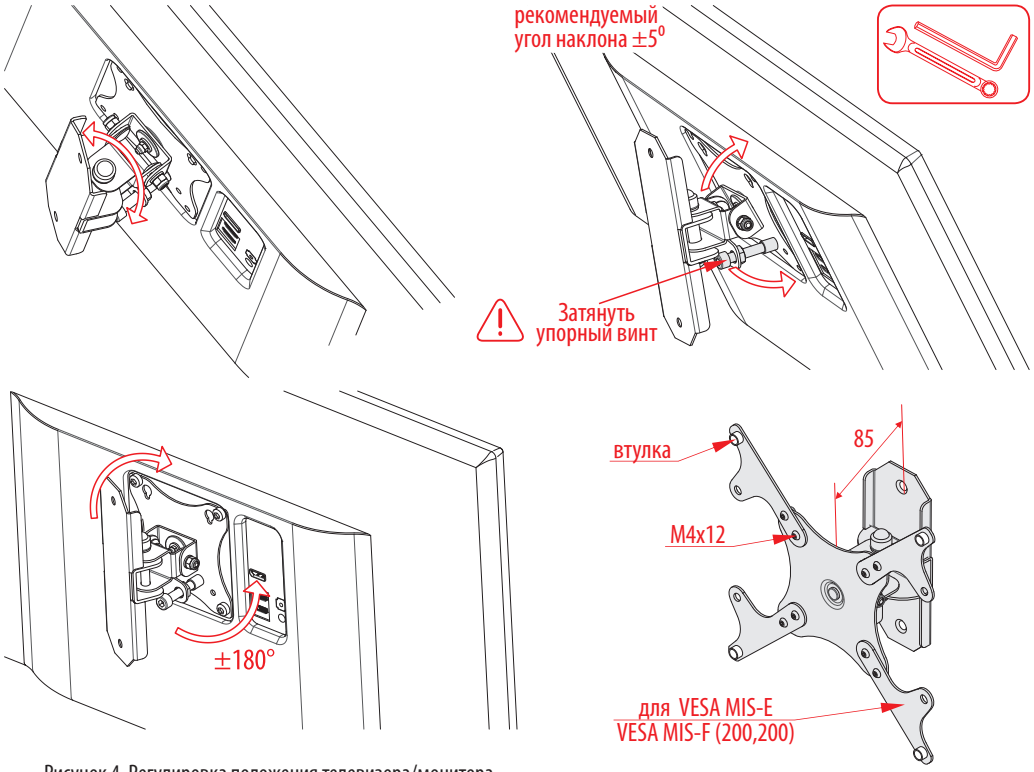

Рисунок 4. Регулировка положения телевизора/монитора.
4.8 Отрегулируйте положение телевизора/монитора (см. рис.4). При необходимости подтяните осевые винты с помощью соответствующего шестигранного ключа и гаечного ключа.